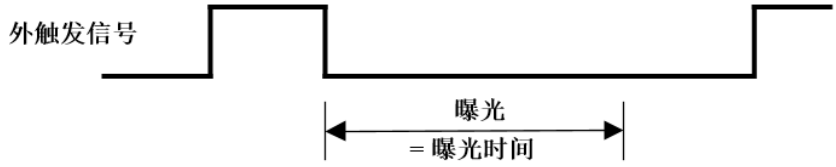

图 8-22 下降沿触发定时曝光模式时序图
- 如果启用下降沿触发，曝光会在触发信号下降时开始，一直持续到曝光时间结束，如图 8-22 所示